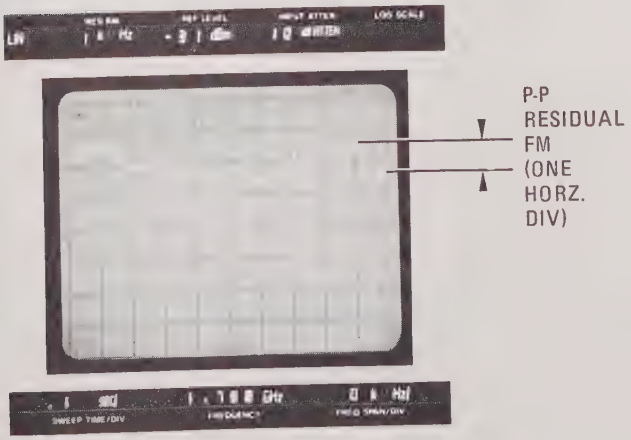

Figure 4-9. Residual FM Display
i. Set SWEEP TRIGGER to SINGLE and ERASE CRT. Press START/RESET pushbutton to display one sweep as shown in Figure 4-9. The maximum peak-to-peak variation should not exceed the test limit determined in step f for each horizontal division (since SWEEP TIME/DIV is .1 SEC and residual FM is specified in a time interval of 0.1 second).
r. Set SWEEP TRIGGER to SINGLE and ERASE CRT. Press START/RESET pushbutton to display one sweep as shown in Figure 4-9. The maximum peak-to-peak variation should not exceed the test limit determined in step o.